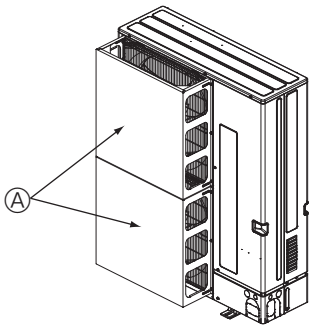

Fig. 2-3
② Si la unidad está situada en un lugar expuesto a vientos fuertes como huracanes que puedan entrar en la salida de aire, coloque una guía de aire opcional. (Fig. 2-3)